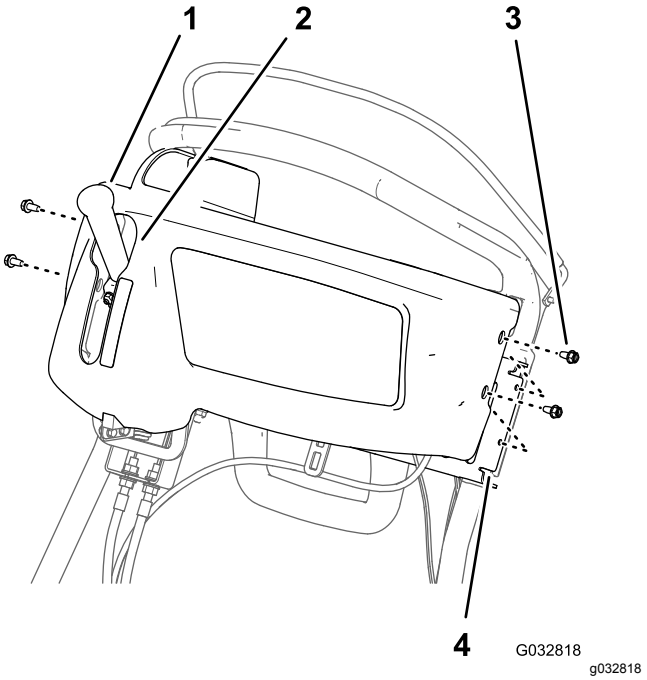

Figure 30
1. Align the keyhole slot in the control-panel cover over the traction and reel drive handle (Figure 30).
2. Align the holes in the control-panel cover to the holes in the support bracket of the handle bar (Figure 30).
3. Assemble the cover to the bracket (Figure 30) with the 4 flange-head screws (1/4 x 1/2 inch) that you removed in 2 Removing the Control-Panel Cover (page 3).